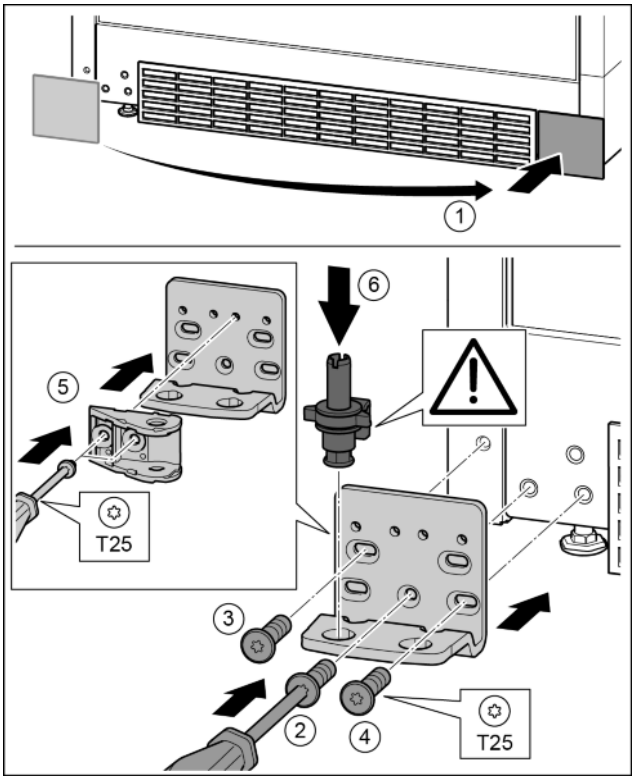

Fig. 34
▶ Remove the cover and fix it on the other side. *Fig. 34 (1)*
▶ Place the bearing bracket on the other side and screw in with the aid of a T25 screwdriver. Start with screw 2 at the bottom in the middle. *Fig. 34 (2)*
▶ Screw in screws 3 and 4. *Fig. 34 (3, 4)*
▶ Rotate the soft stop connection 180°. Screw in with a T25 screwdriver on the other side of the bearing bracket. *Fig. 34 (5)*
▶ Insert the bearing pin completely. Make sure that the catch mechanism is pointing to the rear. *Fig. 34 (6)*